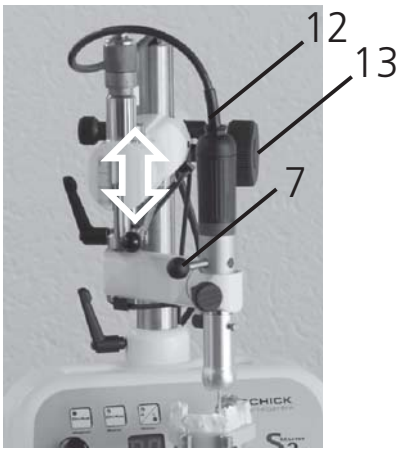

Abb. 2
Der Knebel (7) (Abb. 2) an der Frässpindel muß bei geschlossener Spannzange nach links zeigen; Rändelschraube (14) festziehen.